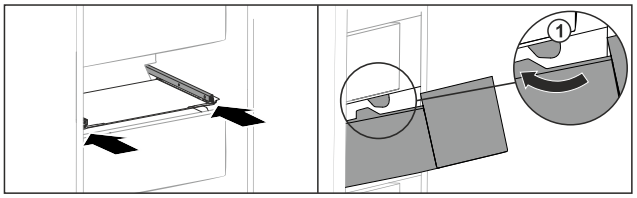

Fig. 166
▶ Guide drawer around the stoppers *Fig. 166 (1)*.